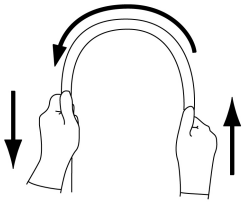

図 1
4.挿入部を両手で持ち、全長にわたって図 1 に示すように順次半円の頂点をずらすように曲げたときに、適切な軟らかさを有しており、軟らかさが不連続になっているなどの異常がないこと。